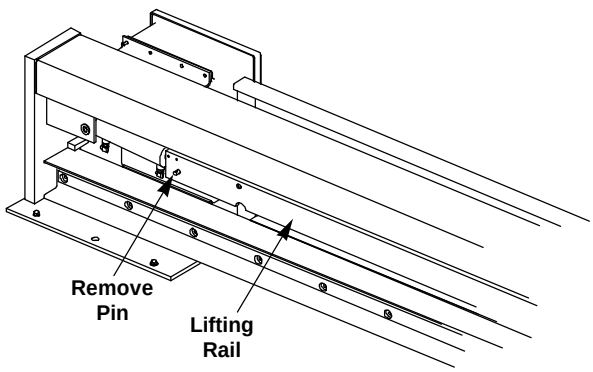

FIGURE 19 - MANUALLY RELEASING TRUCK
During loss of power, the GWL-2300 vehicle restraint will not automatically disengage the vehicle being serviced. The truck must be manually released by the following method. See Figure 19.
2. Remove pin which connects the hydraulic cylinder to the Lifting Rails. See figure 19.